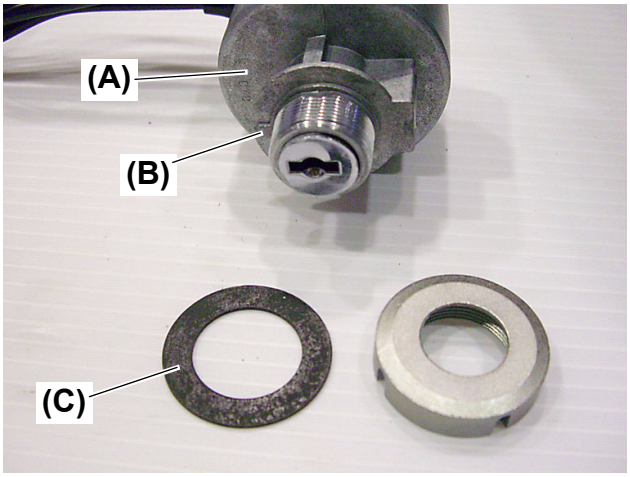

Fig. 7
- When installing the starter key switch **(Fig. 7, (A))** align the notch **(Fig. 7, (B))** of the starter key switch with the groove on the dashboard.
- Remember to install the washer **(Fig. 7, (C))**.